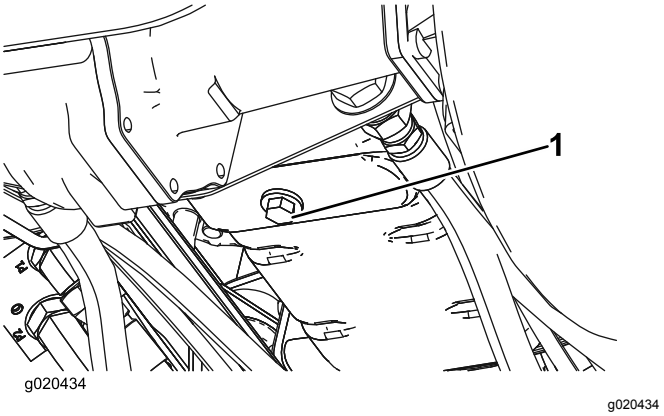

Figuur 59
1. Verwijder de aftapplug (Figuur 59) en laat de olie in een opvangbak lopen. Als er geen olie meer naar buiten stroomt, plaatst u de aftapplug terug.